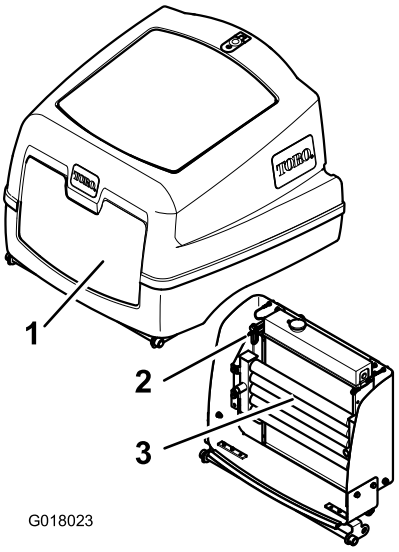

Figur 59
4. Åbn låsen og motorhjelmen (Figur 59).